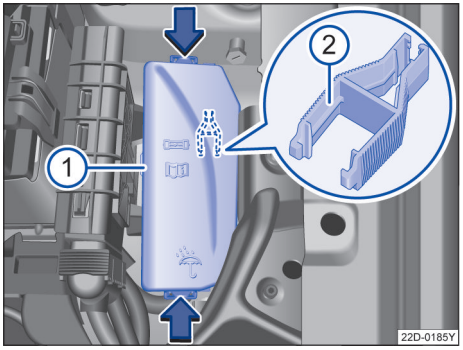

图 143 发动机舱内：保险丝盒盖板
- 沿箭头方向按压锁止按钮，以便将保险丝盒的盖板→ 图 143 解锁。
用来拔出保险丝的塑料夹钳→ 图 143 ② 位于发动机舱保险丝盒盖板的内侧。